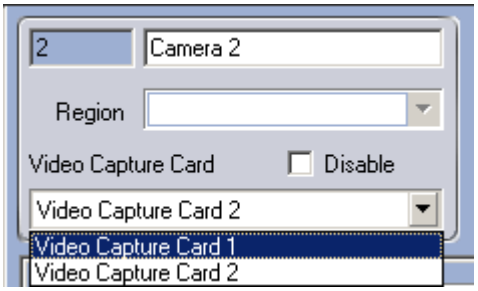

Figure 7.3-17 Selecting a new parent object
b. Select a new parent object in the drop-down list on the settings panel of the object (Figure 7.3-17). The name of the drop-down list is the same as the type of the parent object.